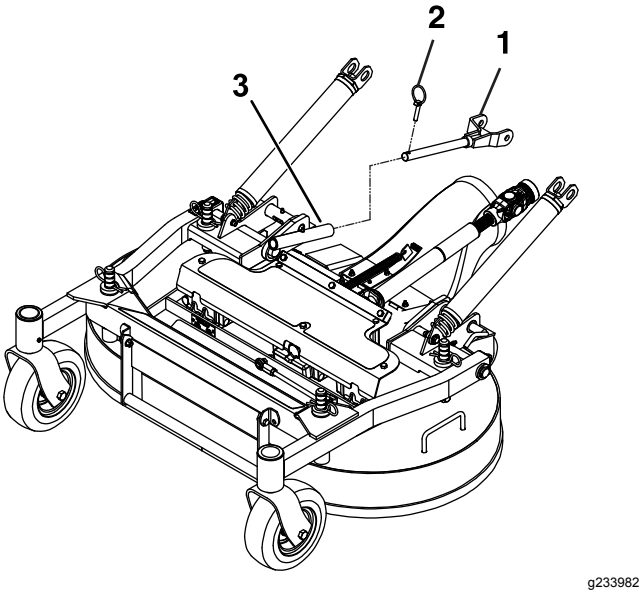

Figuur 78
7. Verwijder de borgpennen aan de voorkant van de duwarmen aan beide kanten van de machine (Figuur 78).
7. Zet de duwarmen met de borgpennen vast aan de linker- en rechterkant van de machine (Figuur 78).